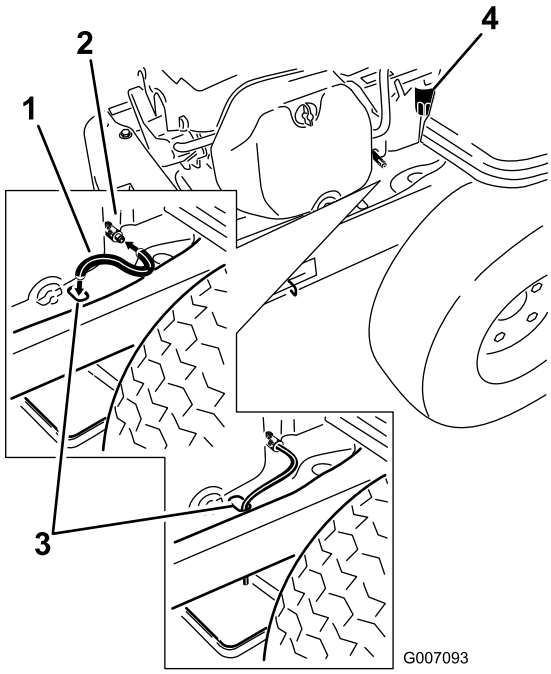

Figur 37
5. Anbring olieaftapningsslangen og før den over aftapningsventilen (Figur 37).
6. Placer den modsatte ende af olieaftapningsslangen over enden af stellet (Figur 37).